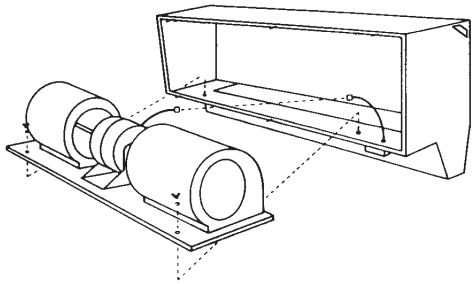

**Figure 3 - Removing Motor/Blower Assembly**
5. Carefully disconnect motor power cord and plug assembly and remove the two wing nuts on motor/blower base. (See Figure 3.)